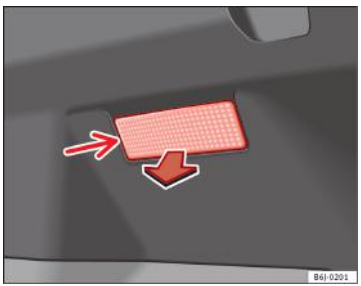

Fig. 176 Lampa din portbagaj
– Scoateți suportul în formă de lalea apăsând pe marginea interioară a acestei săgeți cu muchia unei şurubelnițe ⇒ fig. 176.